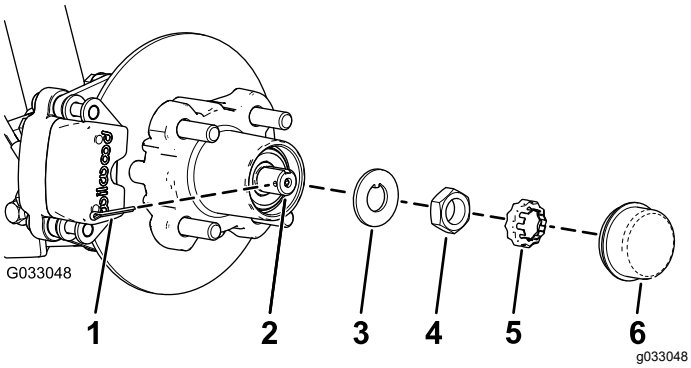
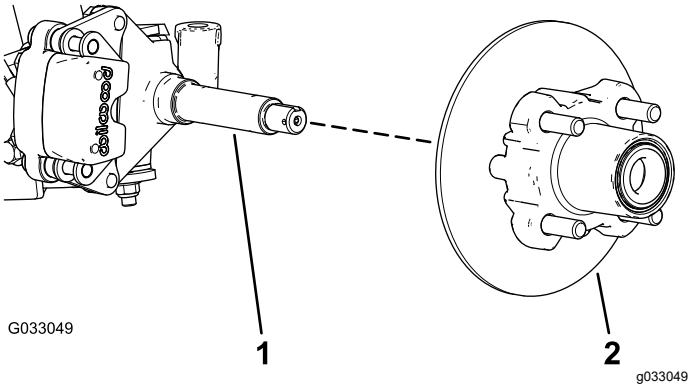

Figur 27
Figur 28
4. Fjern støvhetten fra navet (Figur 27).
5. Fjern hårnålssplinten og holdermutteren fra spindelen og spindelmutteren (Figur 27).
6. Fjern spindelmutteren fra spindelen, og skill navet og rotorenheten fra spindelen (Figur 27 og Figur 28).